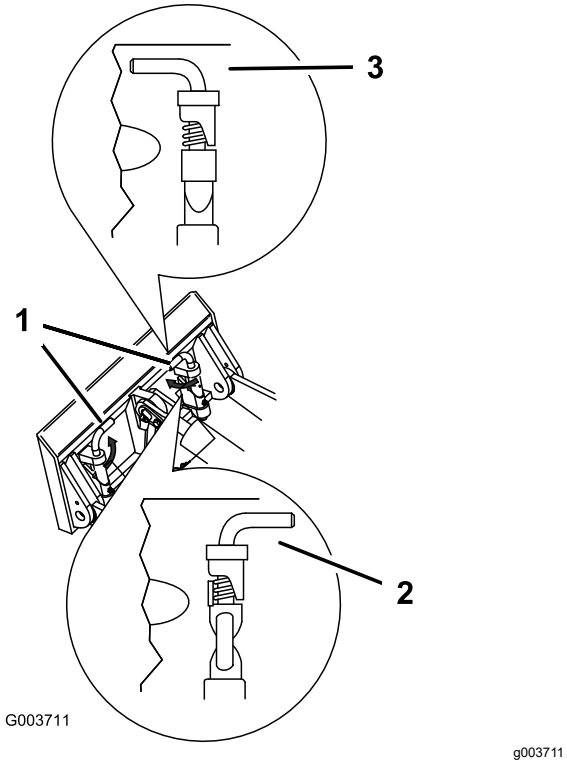

Figura 25
7. Acople los pasadores de enganche rápido, asegurándose de que están correctamente introducidos hasta el fondo en la placa de montaje (Figura 25).